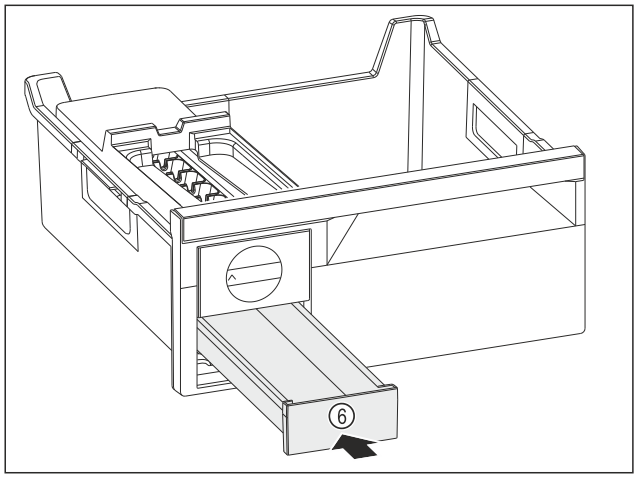

Fig. 110
▶ Predal za ledene kocke *Fig. 110 (6)* potisnite noter.